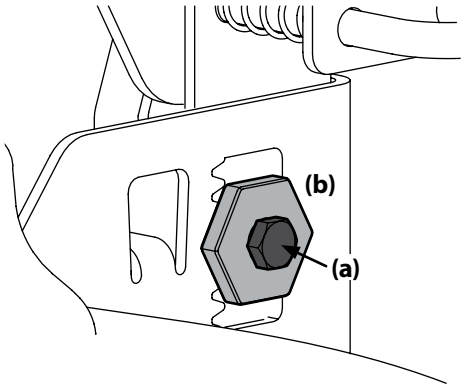

Figure 4-7
3. Loosen, but do NOT remove, the hex bolt (a) on the rear left deck hanger link. See Figure 4-7.
4. Using a wrench, raise or lower the left side of the deck by turning the adjustment gear (b). See Figure 4-7.